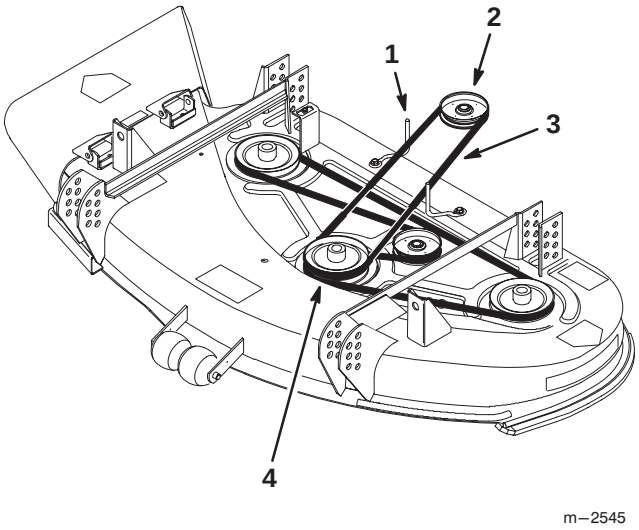

Figure 24
4. Remove the worn drive belt (Fig. 24).
5. Install the new drive belt onto the traction unit drive pulley and the top groove of the center spindle pulley (Fig. 24).